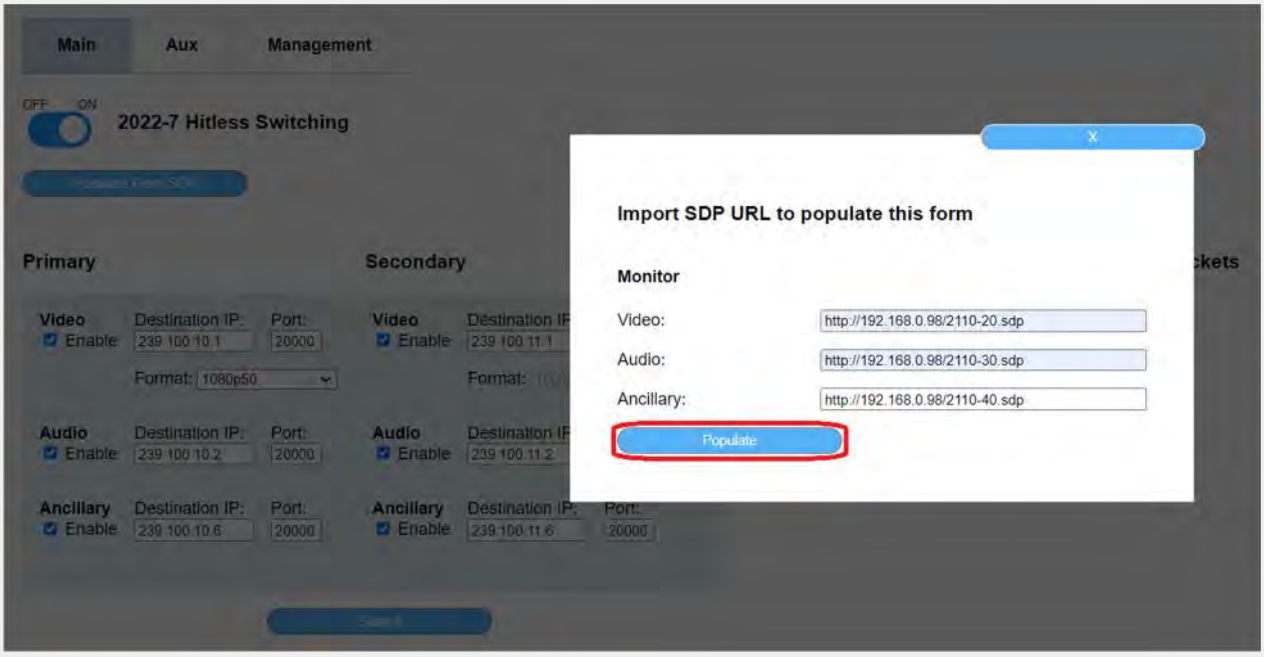

Figure 35. Example of SDP URLs
- Enter valid SDP URLs for each desired flow and click the populate button (Figure 35).